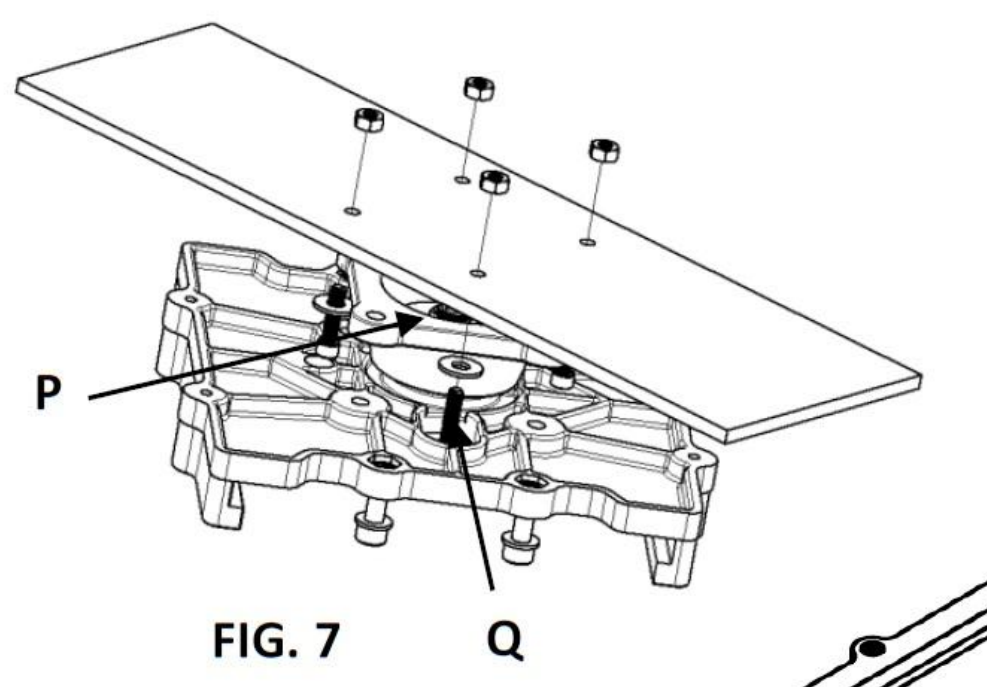

FIG. 7
- ♦ Secure the pivot base "P" to the panel with (4) bolts "Q" (customer supplied, 1/4 bolts recommended). (Fig. 7)
- ♦ Fixer la base pivotante "P" au panneau avec (4) boulons "Q" (fournis par le client, boulons ¼ recommandés). (Fig. 7)
- ♦ Asegure la Base Pivote "P" al panel con (4) tornillos "Q" (Suministrados por el cliente, se recomienda perno de ¼"). (Fig. 7)